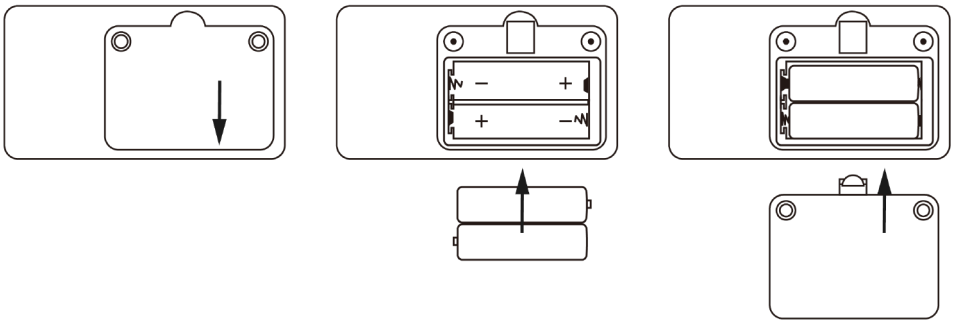

Figura 3. Instalación de la batería
A. Consulte la figura 3. Utilice un destornillador para desenroscar los dos tornillos del compartimento de las pilas, situado en la parte posterior del producto, abra la tapa posterior de este.